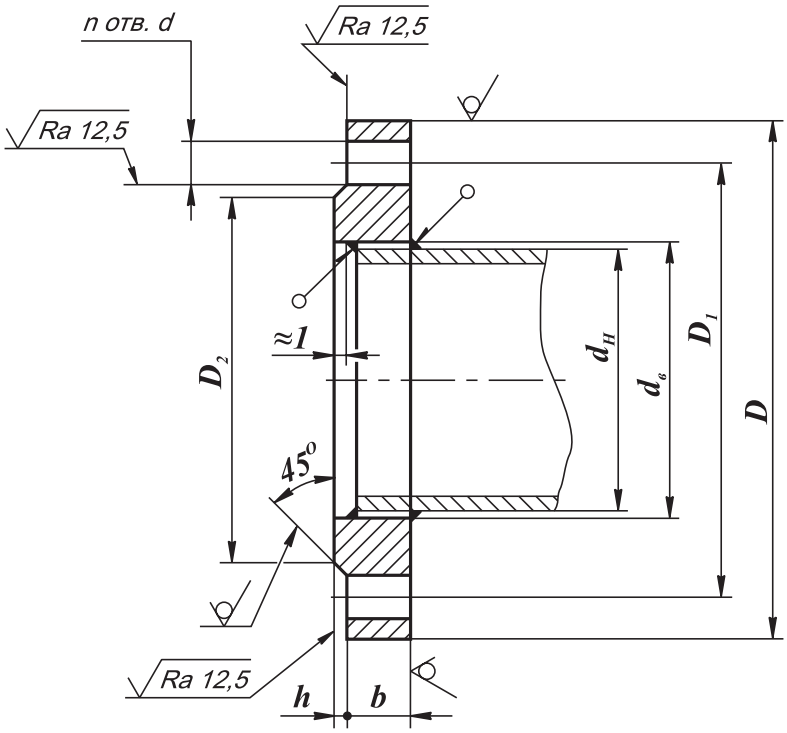

Рис. 13-1.Ответные фланцы по ГОСТ 12820-80
Размеры ответных фланцев с соединительным выступом приведены на рис.13-1.
8. Для уплотнения резьбы в месте соединения корпуса клапана с трубопроводом рекомендуется применять ленту фторопластовую ФУМ или аналогичный уплотняющий материал. Для уплотнения фланцевого соединения корпуса клапана с трубопроводом рекомендуется применять кольцо уплотнительное по ГОСТ 9833 или прокладку из паронита по ГОСТ 15180. Ответные фланцы - стальные приварные по ГОСТ 12820-80 (Рис. 13-1).